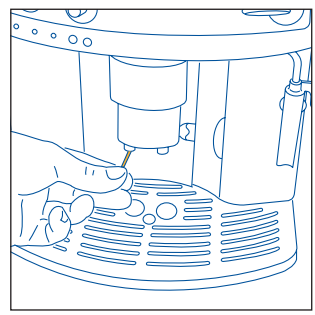

Fig.28
- Vérifiez de temps en temps si les trous de la buse d'où sort le café ne sont pas bouchés. Pour les déboucher, raclez avec une épingle le dépôt de café séché qui s'est accumulé (fig. 28)